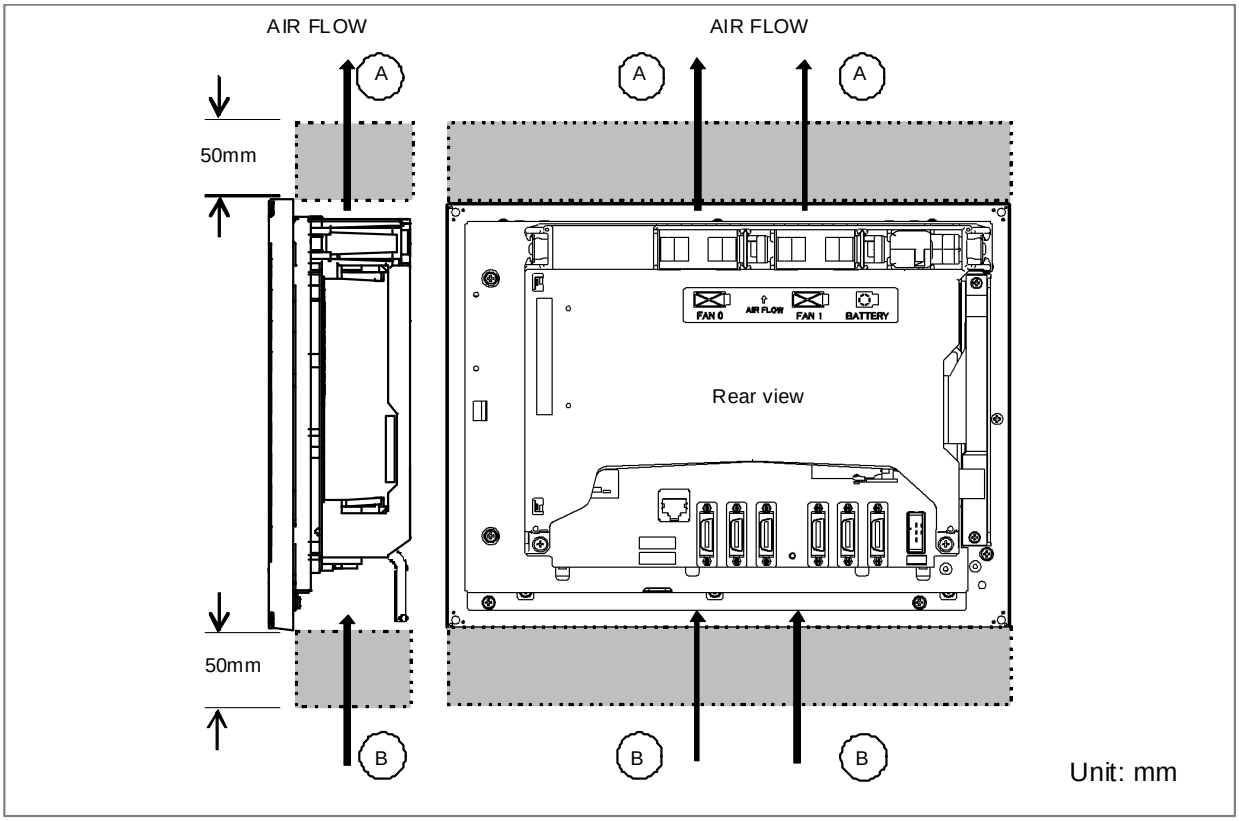

Fig. 3.5.1
Space (A), shown in Fig. 3.5.1, must be provided to ensure unrestricted air flow. Also, space (B) should be provided whenever possible. When space (B) cannot be provided, ensure that nothing is placed in the immediate vicinity which could obstruct the air flow.